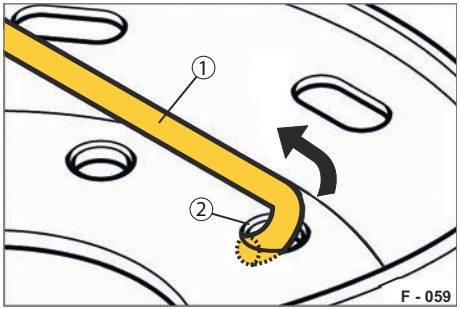

Abb. 93 Hakenschraube entnehmen
- ▶ Ziehen Sie die Hakenschrauben (Abb. 93/1) nach oben durch die Bolzenlöcher (Abb. 93/2) des Reserverades heraus.
- ▶ Führen Sie die Hakenschraube (Abb. 93/1) durch das Bolzenloch (Abb. 93/2) des Reserverades ein.